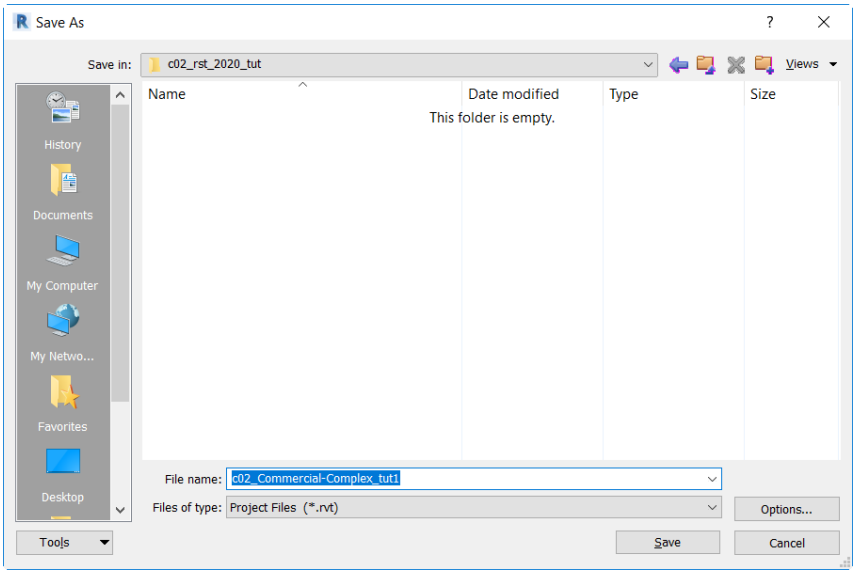

Figure 2-34 *The* ***Save As*** *dialog box*
3. Open the *rst_2020* folder and then create a sub-folder with the name *c02_rst_2020_tut*. Next, open the created folder and save the file with the name *c02_Commercial-Complex_tut1.rvt* (For Imperial), refer to Figure 2-34. For Metric, save the file with the name *M_c02_Commercial-Complex_tut1.rvt* .